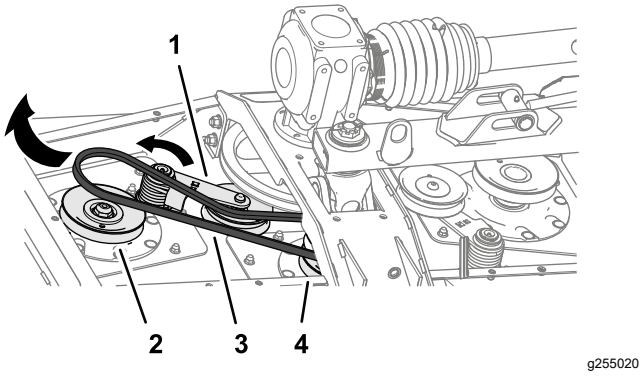

Figuur 66
3. Gebruik een onderbrekerstang of soortgelijk gereedschap om de riemspanner voor de korte riem linksom te draaien en de riem van de spanpoelie te schuiven (Figuur 66).